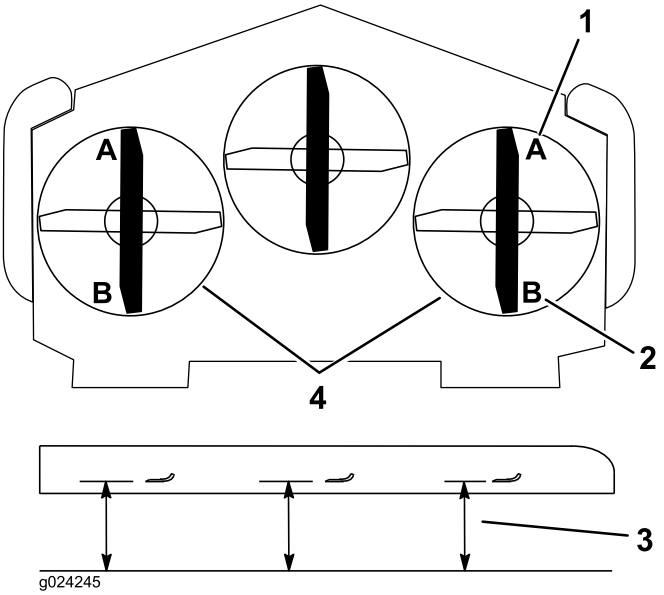

Figur 83
8. Mål fra den jevne overflaten til den fremre tippen på kniven (posisjon A) på begge sider av klippeenheten (Figur 83).
Merk: Resultatet av målingen skal være 7,6 mm (3 inches). Se Figur 83.
14. Mål fra den jevne overflaten til den bakre tippen på kniven (posisjon B) på begge sider av klippeenheten. Riktig avstand skal være 8,3 cm (Figur 83).